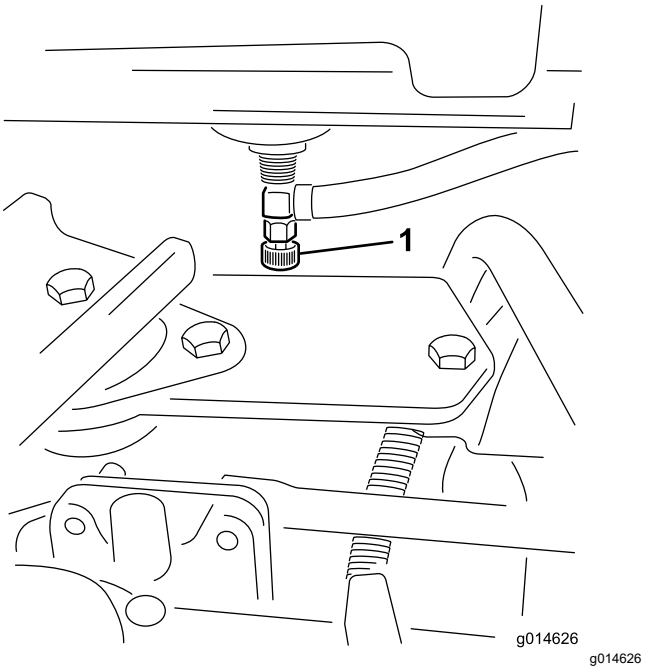

Figura 35
1. Cierre la válvula de cierre del combustible (Figura 35), situada debajo del depósito de combustible.